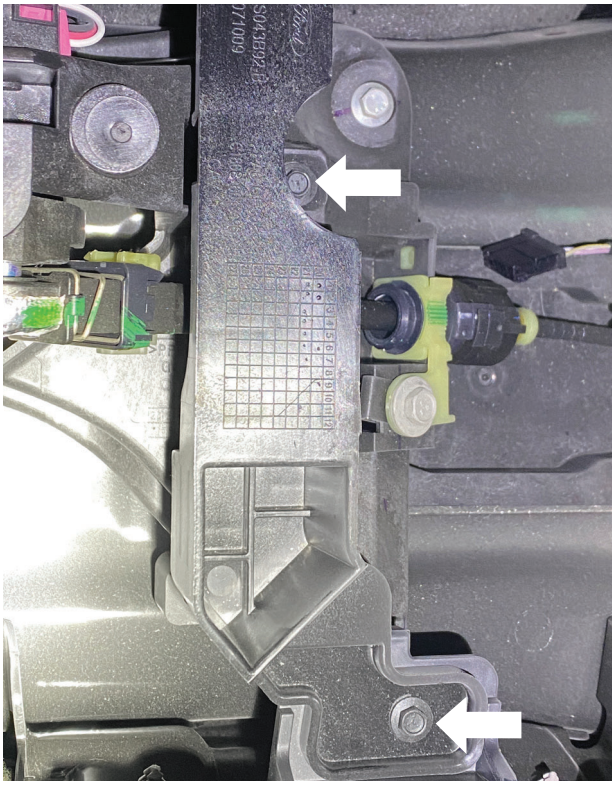

Fig. 16: Remove the two bolts on center console brace.
19. Remove the two bolts retaining the center console brace (Fig. 16).